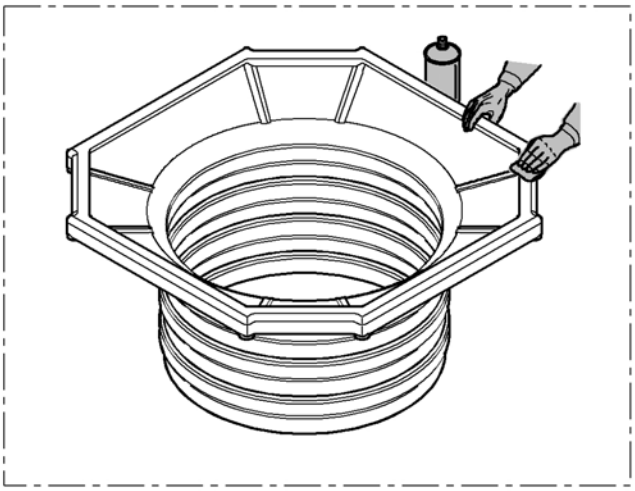

Fig. 1
• Limpiar todas las superficies de la arqueta implicadas en el proceso de soldadura utilizando un trapo limpio y bien mojado con líquido decapante (LID1). (Fig.1)